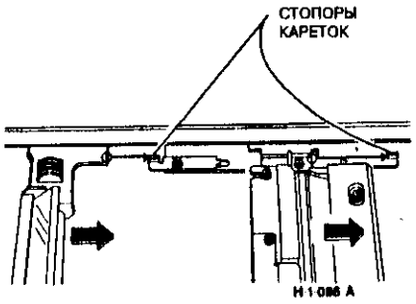

Рисунок 1. Позиционирование кареток
2. (Рисунок 1) Сдвиньте каретки в указанном направлении так, чтобы они уперлись в стопоры.